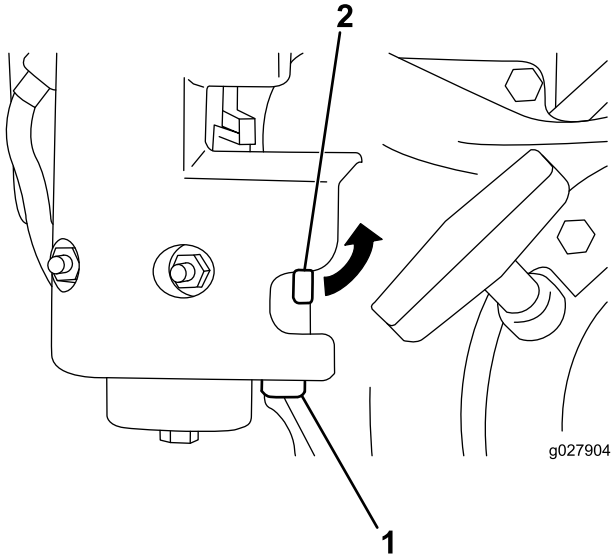

Figuur 29
1. Sluit de brandstofafsluitklep en schroef de bezinkselkolf van de carburatorbehuizing (Figuur 29).